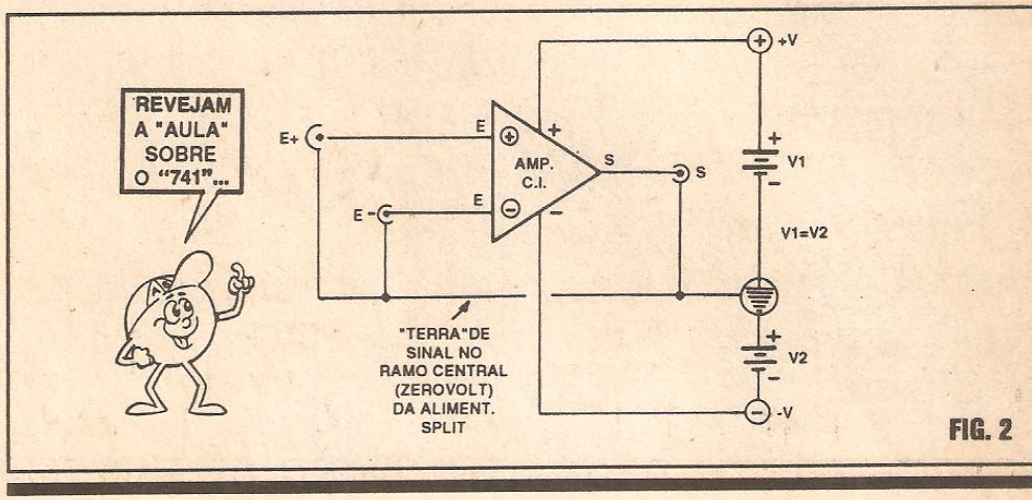

FIG. 2
- FIG. 2 - IPAs ESTRUTURADOS COMO AMP.OPs...- Não é incomum também, que a estrutura interna dos IPAs seja feita em arranjo muito parecido com os dos Integrados Amplificadores Operacionais (revejam as ''Aulas'' 15 e 16...) com única diferenciação no âmbito da Potência (Corrente/Tensão) manejável (que-obviamente - nos IPAs é substancialmente **maior**...). Nesses casos, o componente é normalmente dotado de **duas** Entradas, distintas e simétricas quanto à sua ''polaridade''... Tais Entradas (como num 741 ''da vida''...) são, respectivamente INVERSORA e NÃO INVERSORA, o que gera a automática possibilidade da Saída ''excursionar''